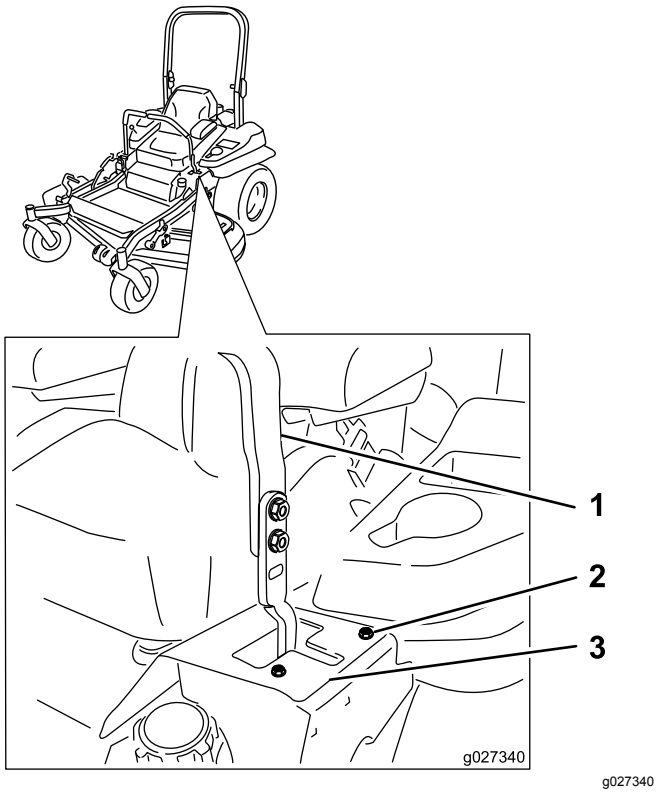

Figuur 68
6. Als de machine een afwijking naar rechts heeft, draai dan de bouten los en breng de linker aanslagplaat naar achteren op de linker T-sleuf tot de machine recht rijdt (Figuur 68).
7. Als de machine een afwijking naar links heeft, draai dan de bouten los en breng de rechter aanslagplaat naar achteren op de rechter T-sleuf tot de machine recht rijdt (Figuur 68).
8. Zet de aanslagplaat vast (Figuur 68).